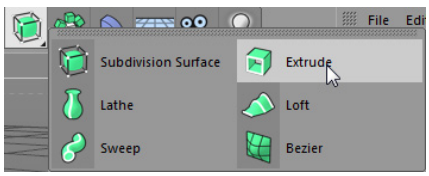
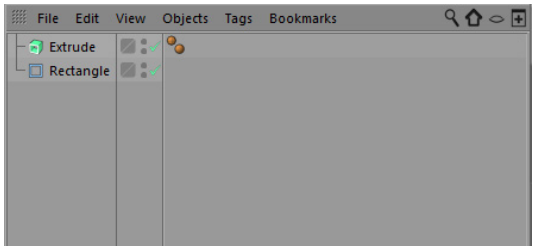

Figure 2-7 *Choosing* ***Extrude*** *from the flyout*
Figure 2-8 *Extrude added to the Object Manager*
3. Press and hold the left mouse button on the **Subdivision Surface** tool in the Command Palette; a flyout is displayed. Next, choose the **Extrude** tool from it, as shown in Figure 2-7; *Extrude* is added to the Object Manager, refer to Figure 2-8.